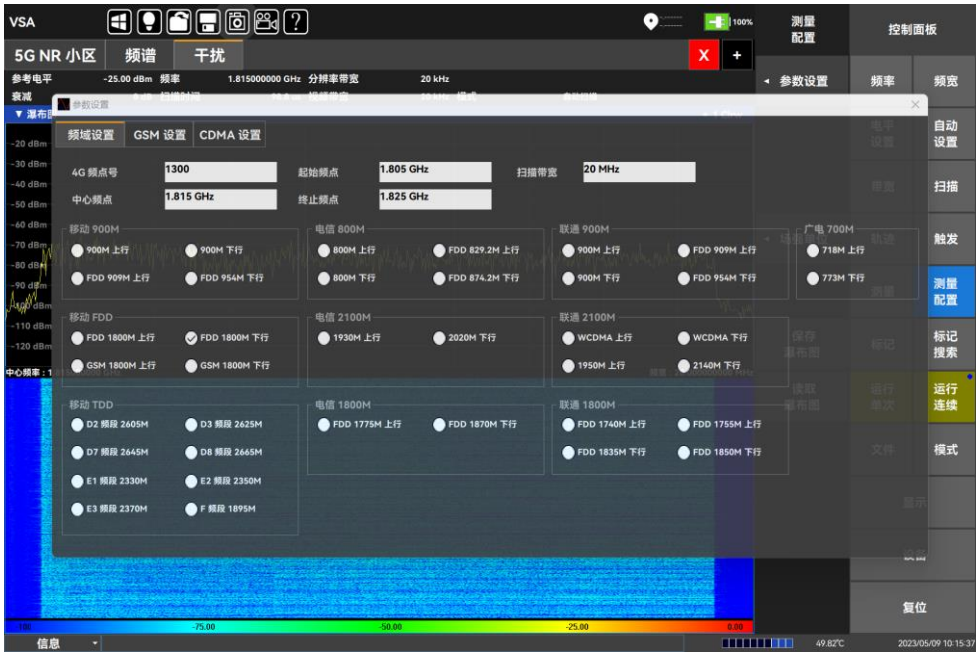

图 7.7 瀑布图参数设置
- 按**【频域设置】**、在参数设置界面选择移动 FDD：FDD 1800M 下行，如图 7.7 所示：